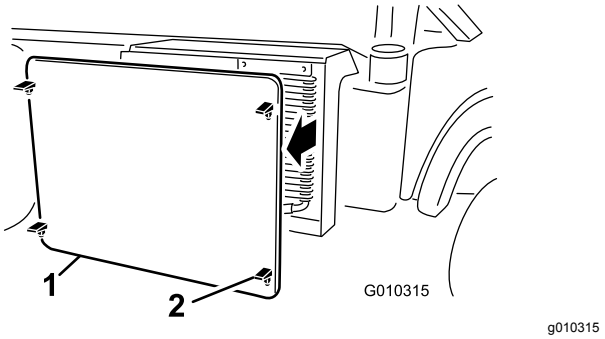

**Bild 52**
5. Lösen und entfernen Sie das Kühlergitter vorne am Kühler (Bild 52).